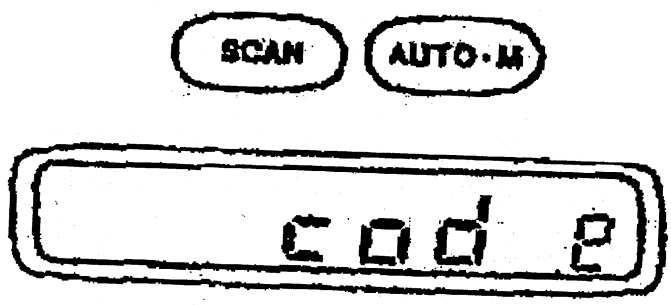

图20-31　输入音响防盗密码
2. 同时按住"SCAN"和"AUTO-M"键大约2秒钟,直至显示屏上显示"CODE",如图20-31所示。